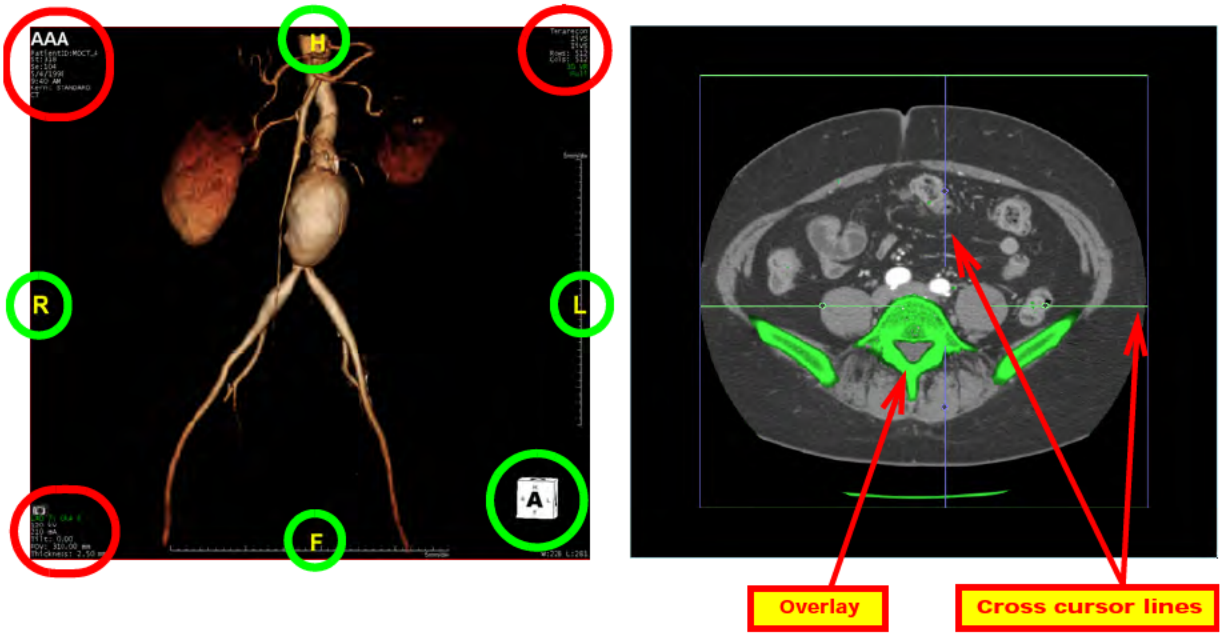

Figure 2-69: Annotations
- Scale Bar - Calibrated lines at the bottom and right sides of each image, showing the proportions of the image (labeled in Figure 2-69).
If you want annotations displayed on images, select **Show All Annotations** from this menu. If you would prefer not to see annotations, select **Hide All Annotations**. The image is displayed as shown in the right-hand image in Figure 2-69.